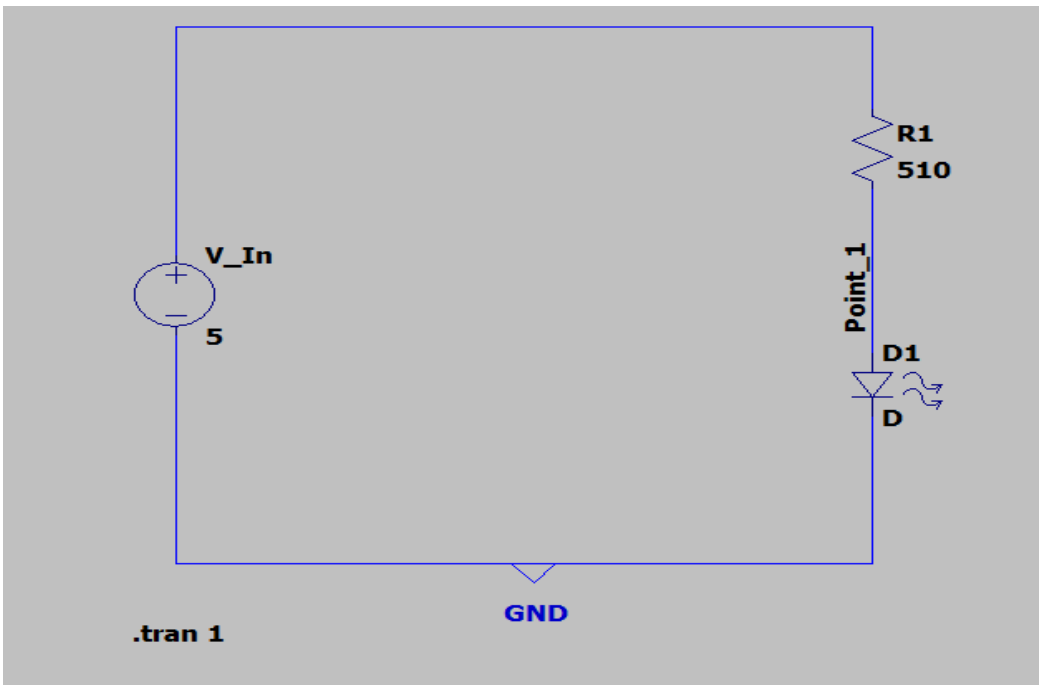

Fig. 10. LTSpice LED Circuit with Values
- Figure 10 shows an example schematic of the simple LED circuit.
- First, measure the voltage at point 1, which is shown in Figure 10. This is the forward voltage of the LED, or the voltage at which the LED will "turn on".